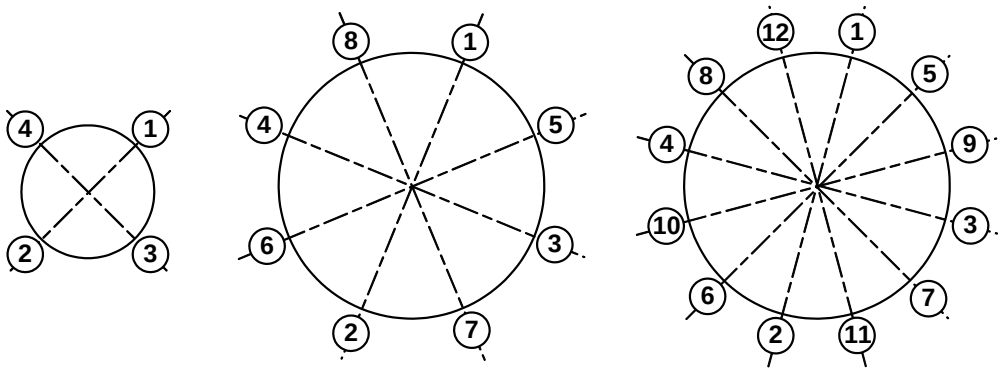

Рис. 2. Очередность затяжки гаек на фланцах.
3.2.8. Затяжка гаек при установке ППР или имитатора в трубопровод должна производиться в очередности, обозначенной на рис.2, динамометрическим ключом с крутящим моментом не более, указанного в табл.2.